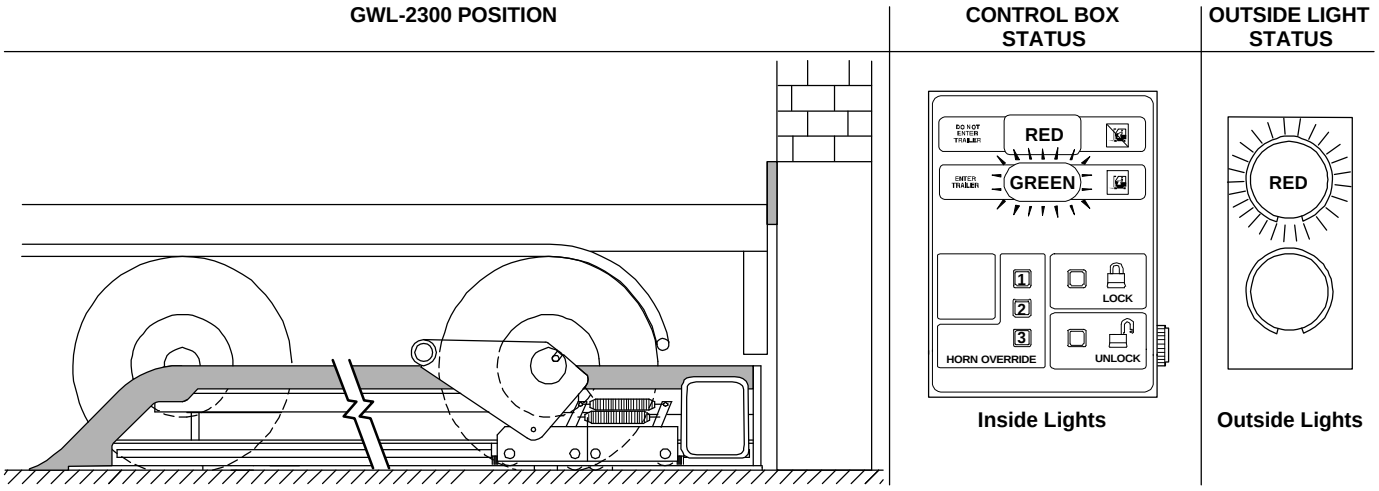

FIGURE 16 - TRUCK LOCKED AGAINST THE BUMPERS
To lock the vehicle, the LOCK button must be depressed momentarily. The outside light will change instantly from flashing GREEN to flashing RED. The inside light will remain steady RED until the locking mechanism is engaged properly. Once it is engaged, the inside light will change to flashing green. The truck may now be serviced. The light communication and truck position are shown in Figure 16.
2. INSIDE light flashing GREEN, indicating that the truck may now be loaded or unloaded. See Figure 16.